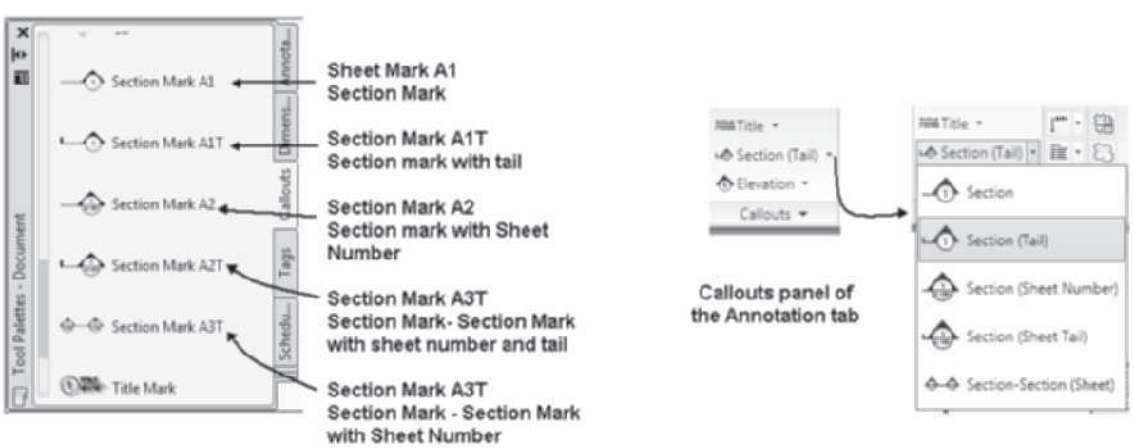

FIGURE 12.26 *Section marks located on the Callouts palette*
The procedure to create a section is similar to creating an elevation. The section marks are located on the Callouts tool palette and the Section flyout of the Callouts panel as shown in Figure 12.26. The procedure to place the **Section Mark A1** is shown below.
3. Select **Section** from the Section flyout of the **Callouts** panel of the Annotate tab in Figure 12.26, and respond to the workspace sequence as shown below: